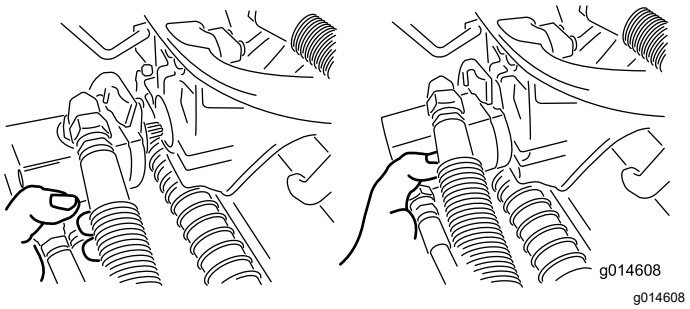

Figur 52
3. Flytta motorn till förvaringsutrymmet framför upphängningsarmen (Figur 52).